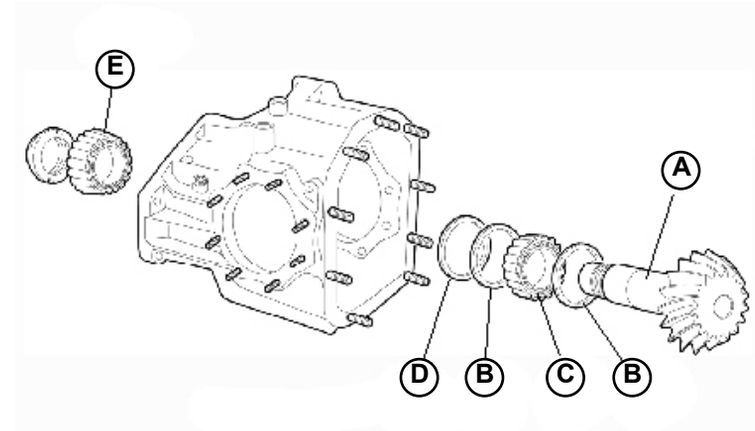

Fig.10
- Remove the drive side pinion bearing (**E-Fig.10**).
- Remove the pinion (**A-Fig.10**) with its inner bearing (**C-Fig.10**), spacer (**D-Fig.10**) and pre-load adjusting shims (**B-Fig.10**) from inside the differential carrier (cover side).